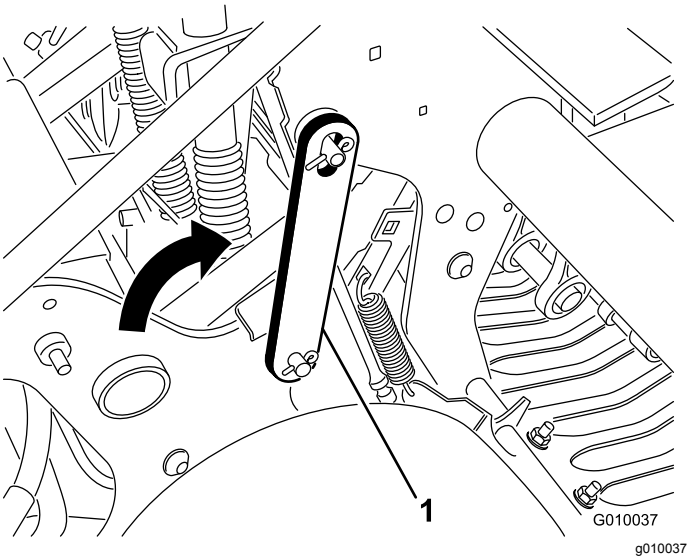

Figur 21
4. Drej servicelåsen bagud, og sæt den fast på kernehovedstiften (Figur 21). Fastgør låsen med klemmeringen.